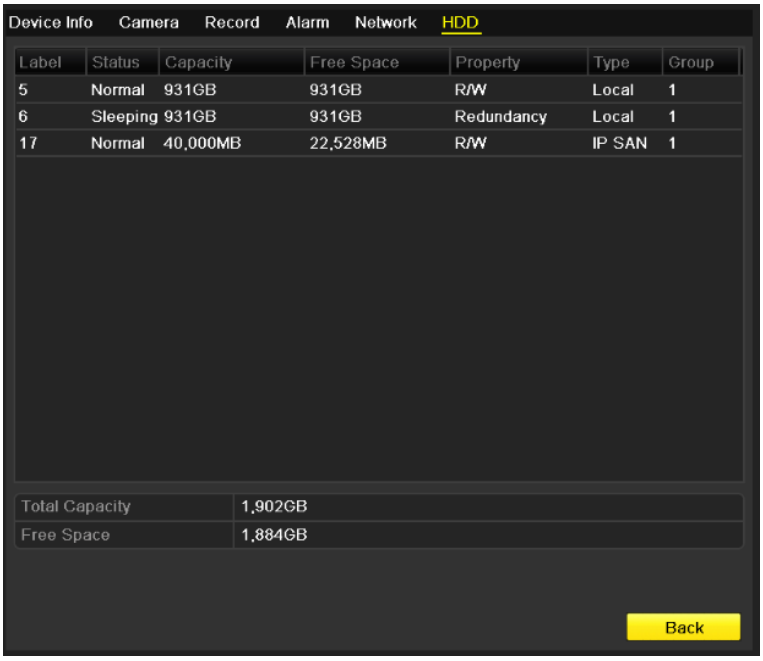

Figure 12-24 View HDD Status (2)
Step 4 Click the **HDD** tab to view the status of each HDD displayed on the list, as shown in Figure 12-24.